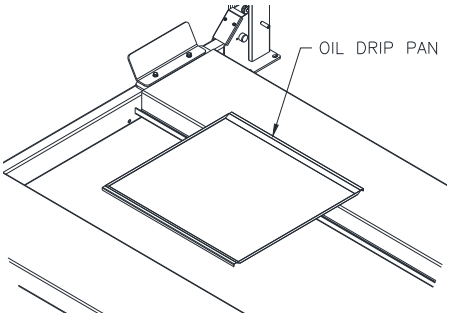

Fig 24 – Oil Drip Tray
1) Place drip tray between runways in the Jack rail, **Fig 24**.